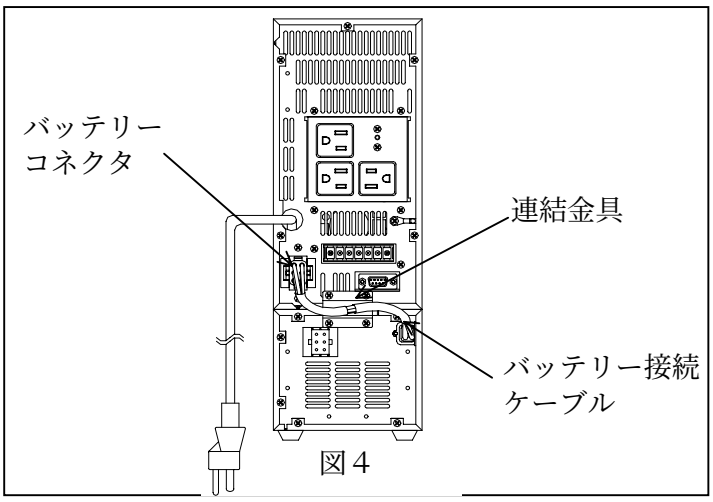

図４
４．ＰＰＵ①とＢＵ②背面に、付属の連結金具を取り付けてネジで固定します。（図４）
５．ＰＰＵ①のバッテリーコネクタに、ＢＵ②のバッテリー接続ケーブルを接続します。（図４）